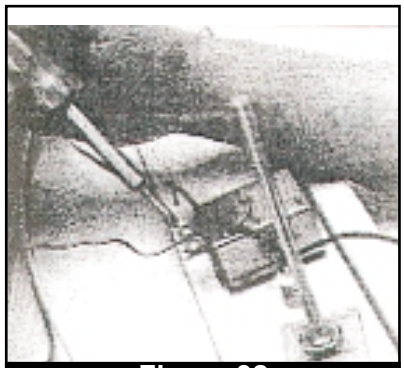

Figure 32
****NOTE:** The tops of the terminals should face down (toward the actual top of the heating module). (Fig. 32)